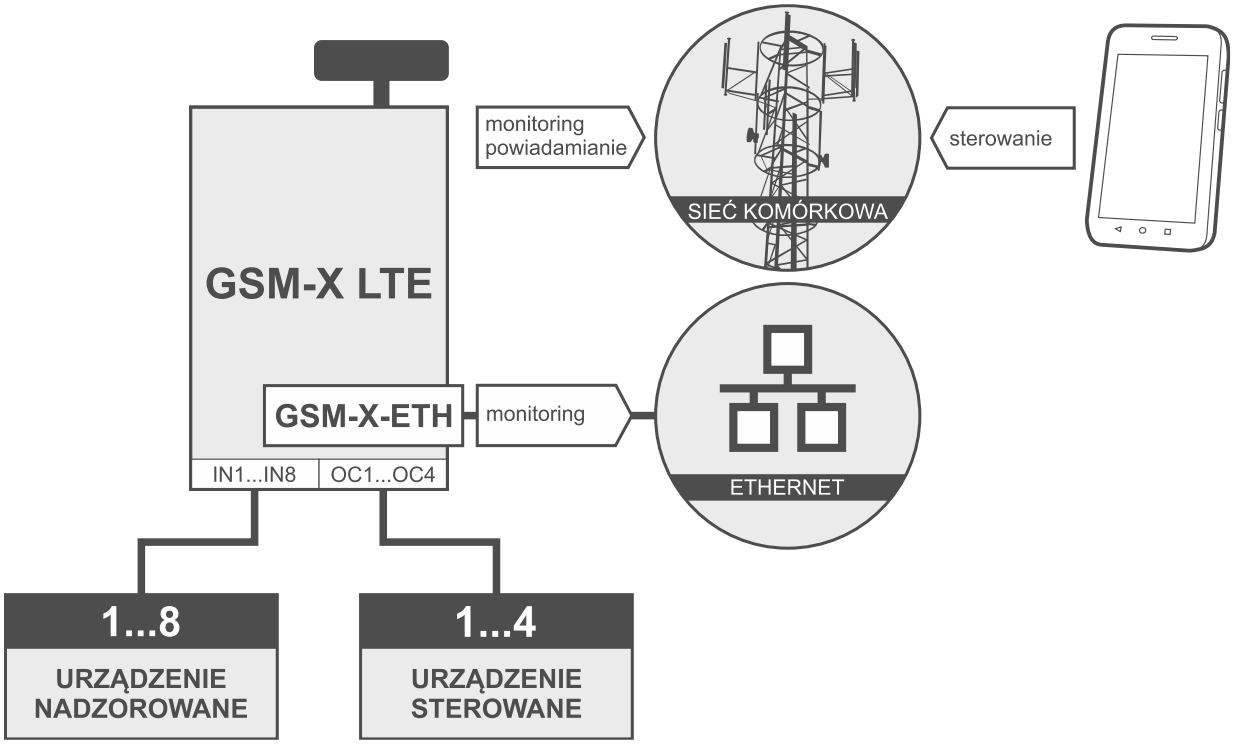
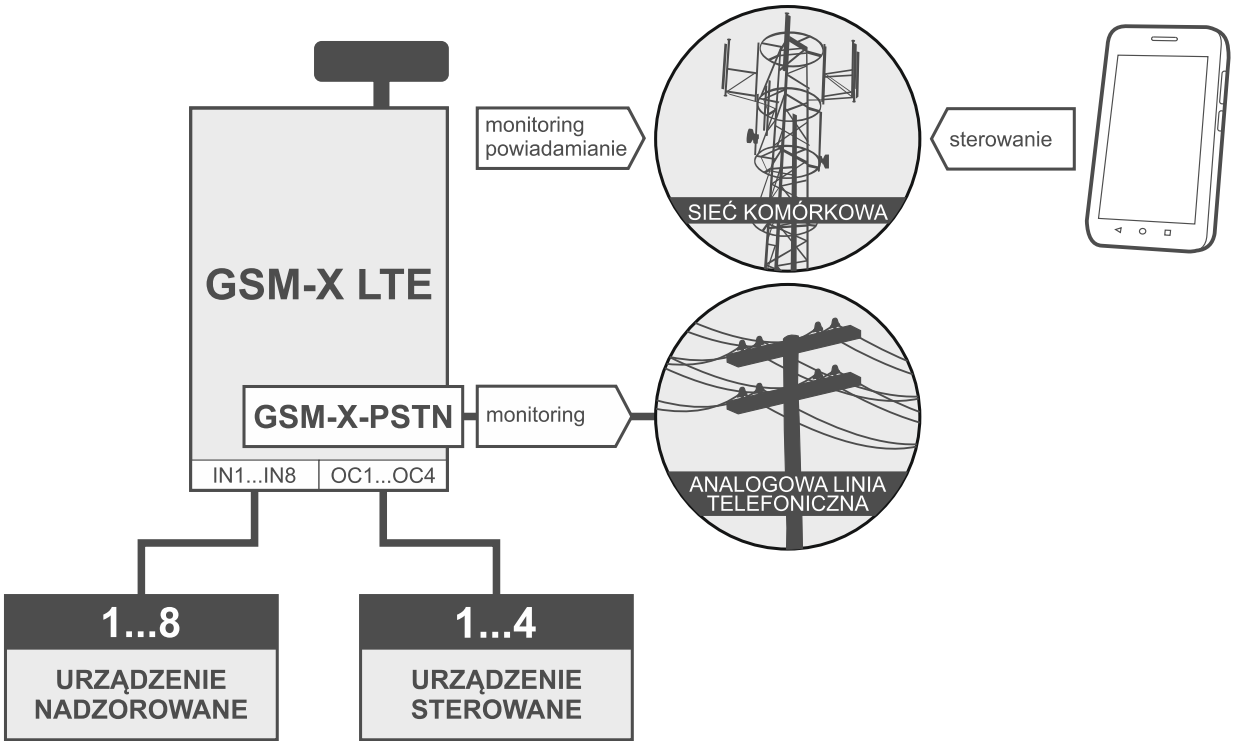

Rys. 2. Moduł nadzorujący pracę urządzeń podłączonych do wejść i sterujący pracą urządzeń podłączonych do wyjść (zainstalowany jest moduł GSM-X-ETH).
Rys. 3. Moduł nadzorujący pracę urządzeń podłączonych do wejść i sterujący pracą urządzeń podłączonych do wyjść (zainstalowany jest moduł GSM-X-PSTN).
- wysłaniem kodu zdarzenia do stacji monitorującej (monitoring GPRS/LTE, SMS lub opcjonalnie sieć [po zainstalowaniu modułu GSM-X-ETH – rys. 2] lub sieć PSTN [po zainstalowaniu modułu GSM-X-PSTN – rys. 3]),
- powiadomieniem o zdarzeniu przy pomocy komunikatu głosowego (sieć komórkowa lub sieć PSTN [po zainstalowaniu modułu GSM-X-PSTN – rys. 3]), wiadomości SMS, push lub CLIP.